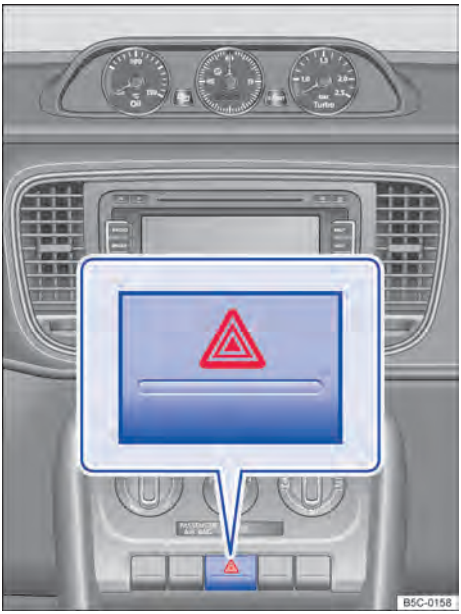

Fig. 158 Na parte superior do console central: interruptor das luzes de advertência.
2. Ligar as luzes de advertência com o botão ⇒ Fig. 158.